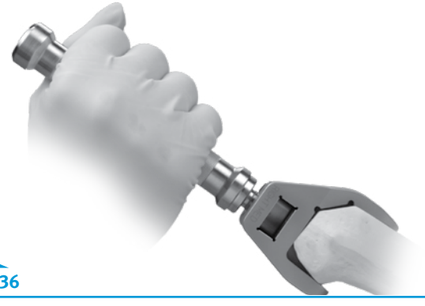

Fig. 136
- Confirm that the drill guide body is flush against the distal and anterior chamfer cuts on the lateral side **(Fig. 136)**.